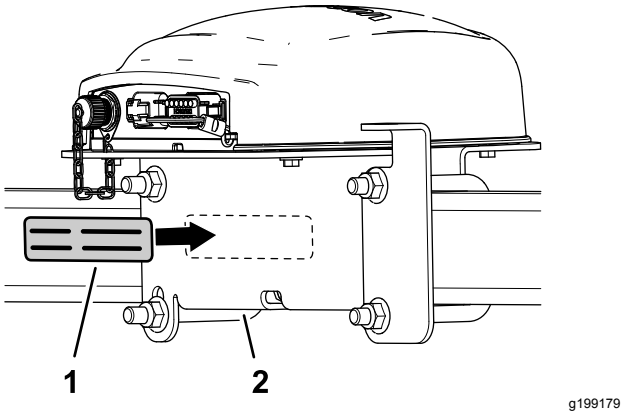

Figuur 146
7. Plaats het typeplaatje op de beugel van de ontvanger (Figuur 146).